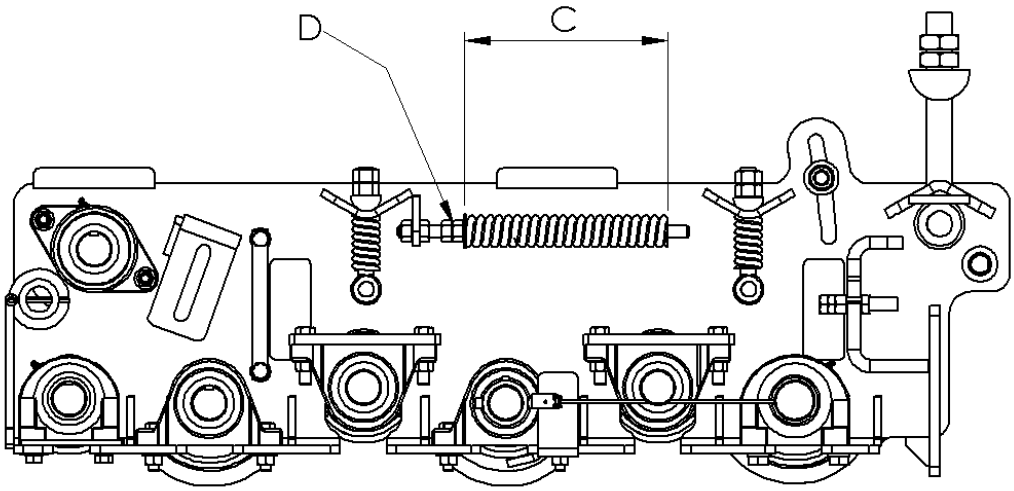

Figure 7-26: Rock Trip Spring Adjustment
3. Adjust nut (D), shown in Figure 7-26, so dimension (C) is 8.5 inches (22 cm).